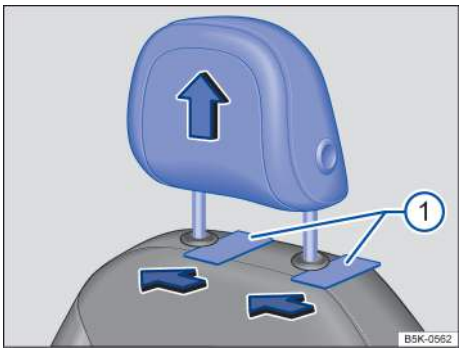

Fig. 72 Removing the front head restraints.
— Slide a flat object, such as a plastic credit card, underneath the right side of the cap (left side if sitting behind the head restraint) on the right-hand seat guide rod → fig. 72 ① to unlock the head restraint.